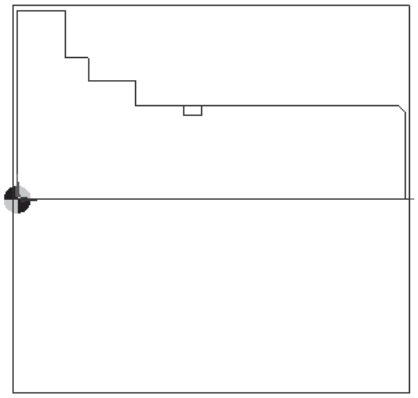

Figure 7-44 Profile after creating the stock
b. Create the stock by choosing the **Stock/Fixtures** button. Refer to Figure 7-44.
3. Enter **5** in the **Start Extension**, **End Extension**, and the **Radius Extension** edit boxes and choose the **OK** button. The stock is created, as shown in Figure 7-44.